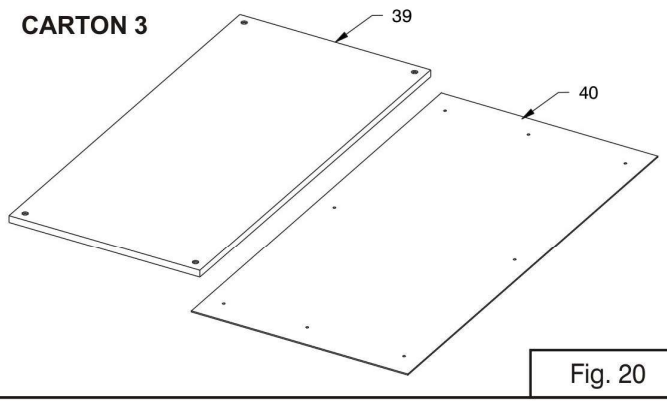

Fig. 20
1. UNPACKING: **Save Carton #1! (You will need the two long lift housing cartons (overpack, telescoping box and foam blocks) for warranty repairs. So please save them!)** The Versa Lift is packed in three cartons. The carton contents are shown below in Fig. 20. The fasteners shown in Fig. 20 inset will be in a hardware bag (you don't need to count the hardware). Open the cartons and check the contents to locate all of the items in Fig. 20. Also, check the components in all three cartons for any damage. If any components are missing or damaged, do not proceed with assembly. Contact BPG to get needed replacements for any missing or damaged items.